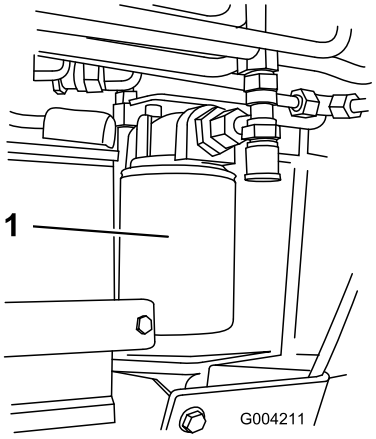

Figur 55
4. Placera ett kärl under filtret (Figur 55).
5. Ta bort det gamla filtret (Figur 55) och torka rent ytan på filteradapterpackningen.
7. Sätt i det nya hydraulfiltret i filteradaptern (Figur 55). Dra åt det medsols tills gummipackningen vidrör filteradaptern, och dra sedan åt filtret ytterligare ett halvt varv.